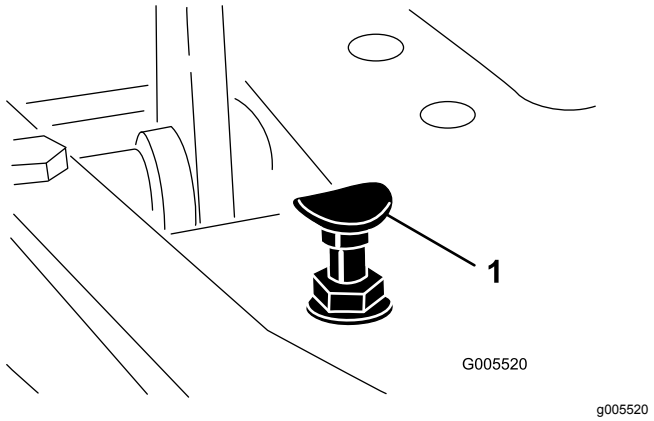

Figuur 54
Om de maximale transportsnelheid te verkrijgen, moet u de schakelhendel in de transportstand zetten en het tractiepedaal intrappen. Als het pedaal contact maakt met de pedaalaanslag (Figuur 54) voordat u spanning op de kabel voelt, is afstelling vereist:
1. Zet de schakelhendel in de transportstand en draai de borgmoer los waarmee de pedaalaanslag is bevestigd aan de vloerplaat (Figuur 54).